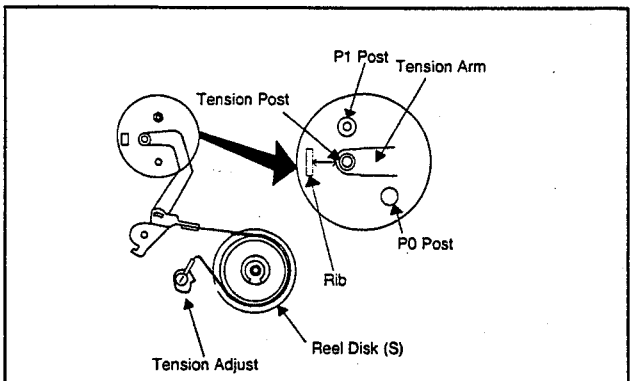

Fig. 1-2
1. Turn on the power and set to the PLAY mode adjust the Tension Adjust so that the Tension Post is at the position of 0.3mm~0.5mm from the Rib. **(Refer to Fig. 1-2)**